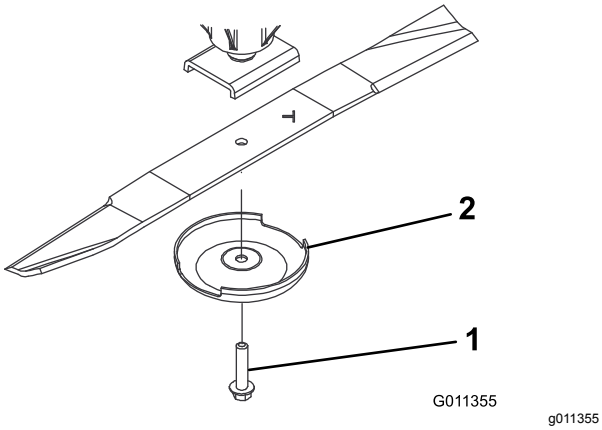

Figur 72
3. Fatta tag i knivens ände med en trasa eller en tjockt vadderad handske och ta bort knivskruven, antiskalpbehållaren och kniven från spindelaxeln (Figur 72).
4. Använd antiskalpbehållaren och knivbulten för att monterar kniven med seglet mot klippdäcket (Figur 72).